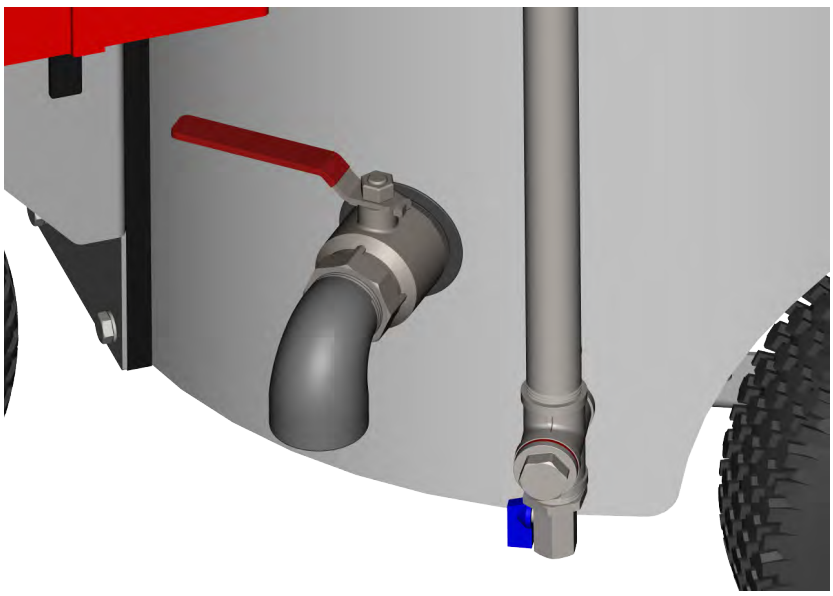

Bild 22: Ablassventil mit Ventilhebel
2. Stellen Sie ein geeignetes Gefäß unter den Auslauf ② des Ablassventils (siehe „Bild 22: Ablassventil mit Ventilhebel“).
3. Öffnen Sie das Ablassventil, indem Sie den Ventilhebel ① gegen den Uhrzeigersinn aufziehen (siehe „Bild 22: Ablassventil mit Ventilhebel“).
5. Schließen Sie das Ablassventil, indem Sie den Ventilhebel ① im Uhrzeigersinn in seine Ursprungsposition zurück drehen.